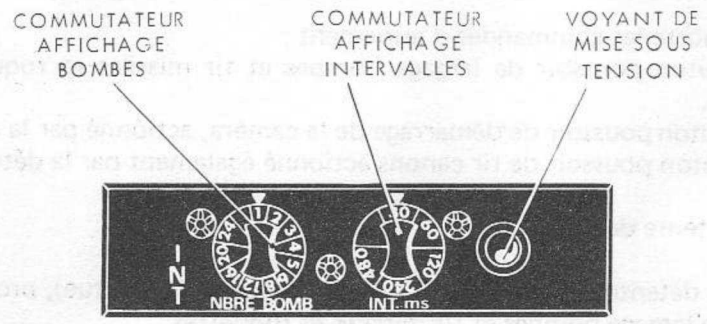

FIGURE 15 - INTERVALLOMETRE
11.2.2.2.5 - Intervallomètre (Fig. 15)